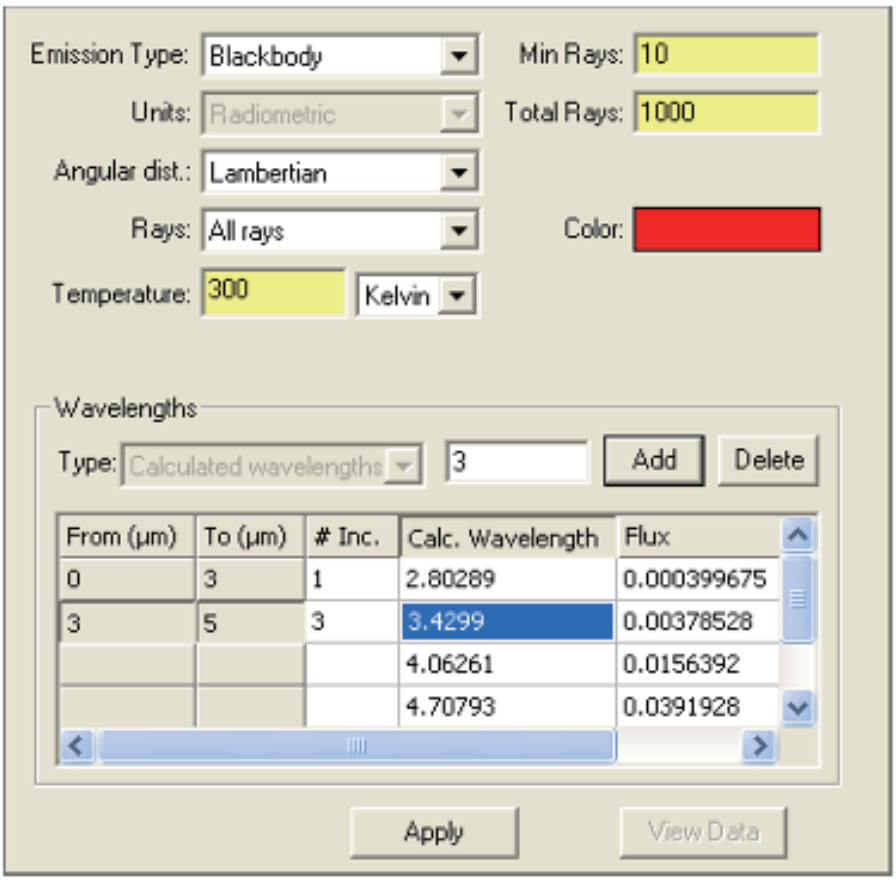

FIGURE 4.10 - Blackbody Source (requires Calculated Wavelengths)
- 黒体（図 4.10）
- 灰色体（図 4.10）
ダイアログボックスの表示については、図 4.10 を参照してください。